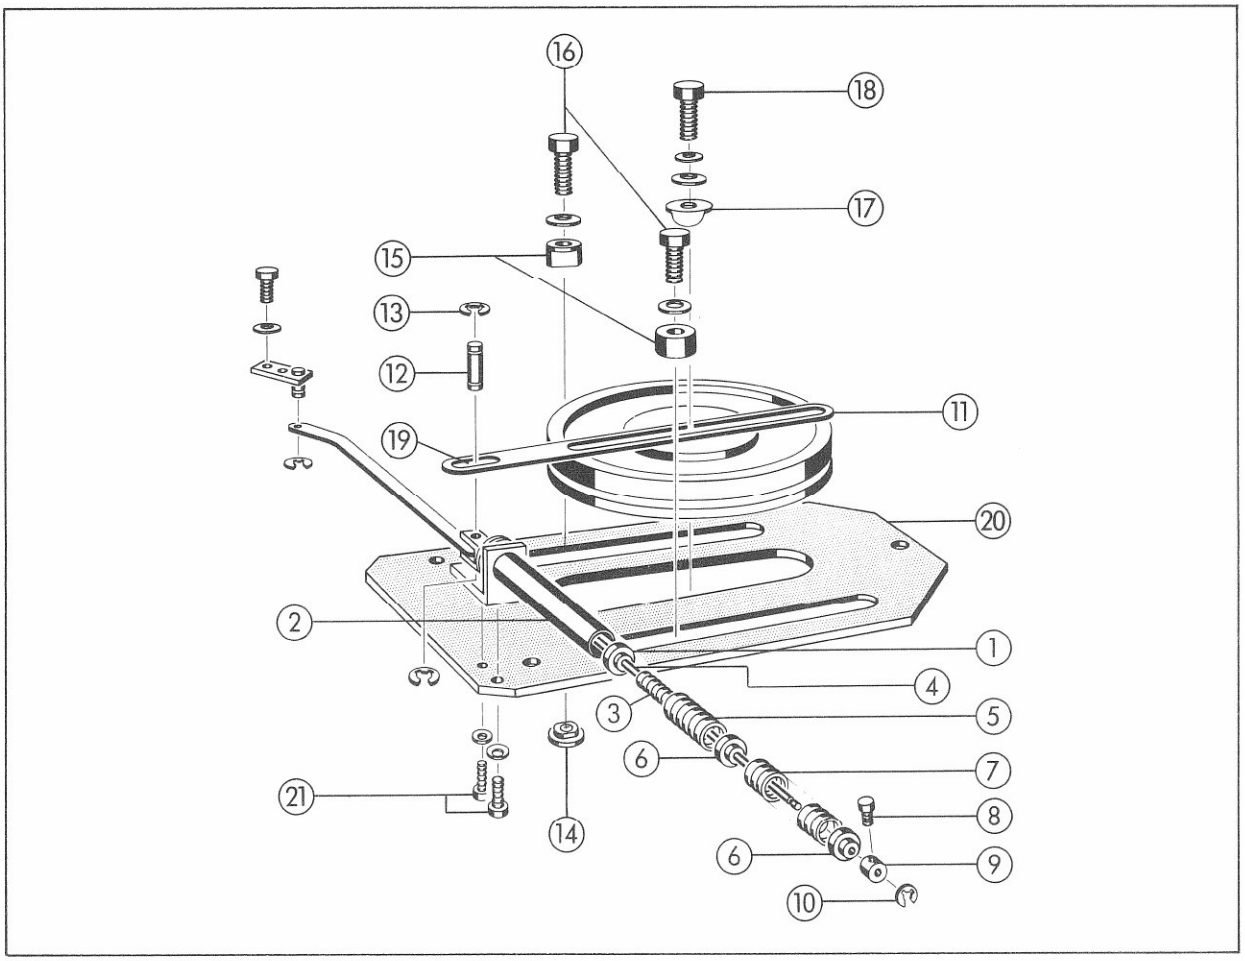
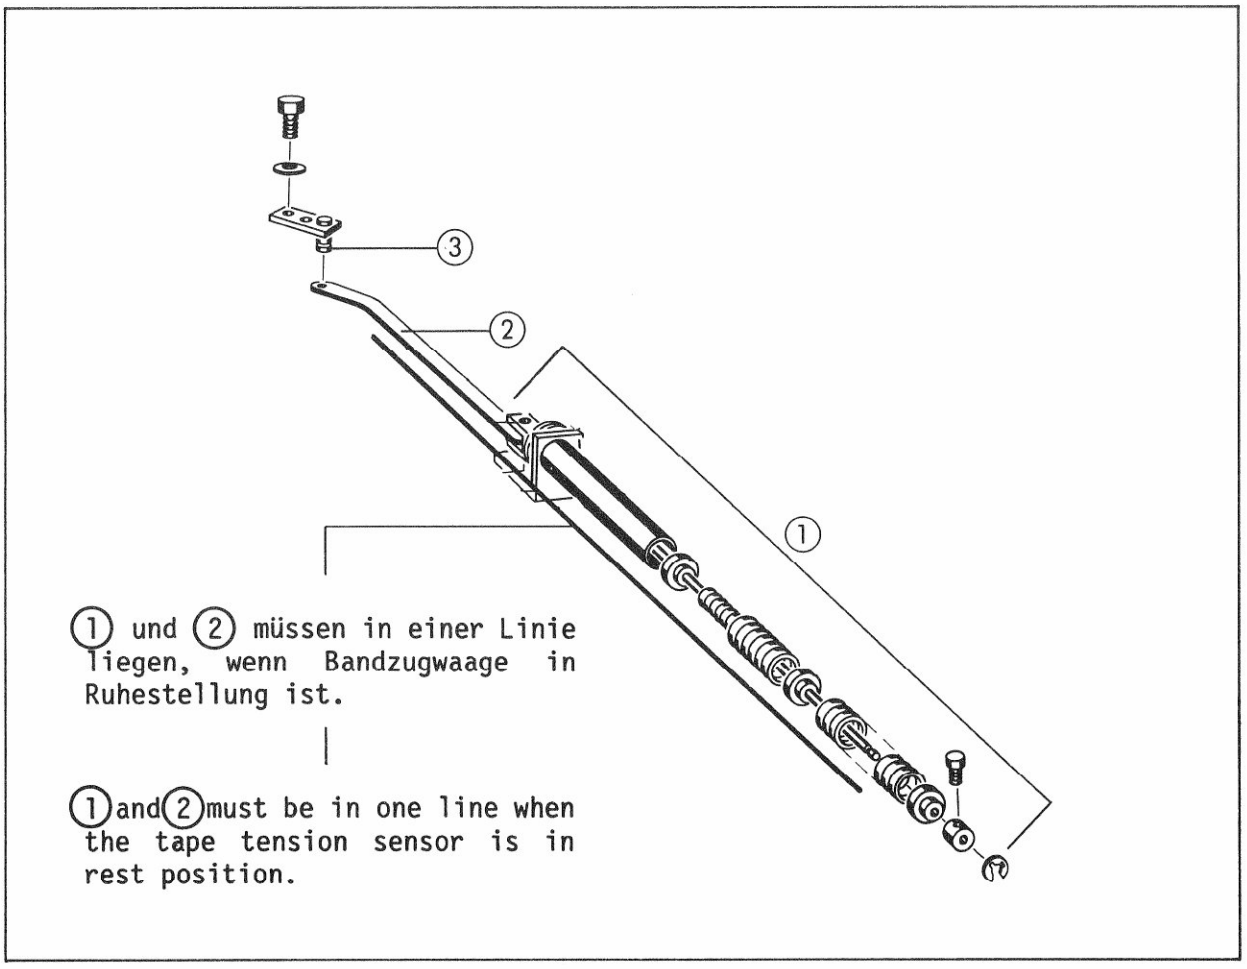
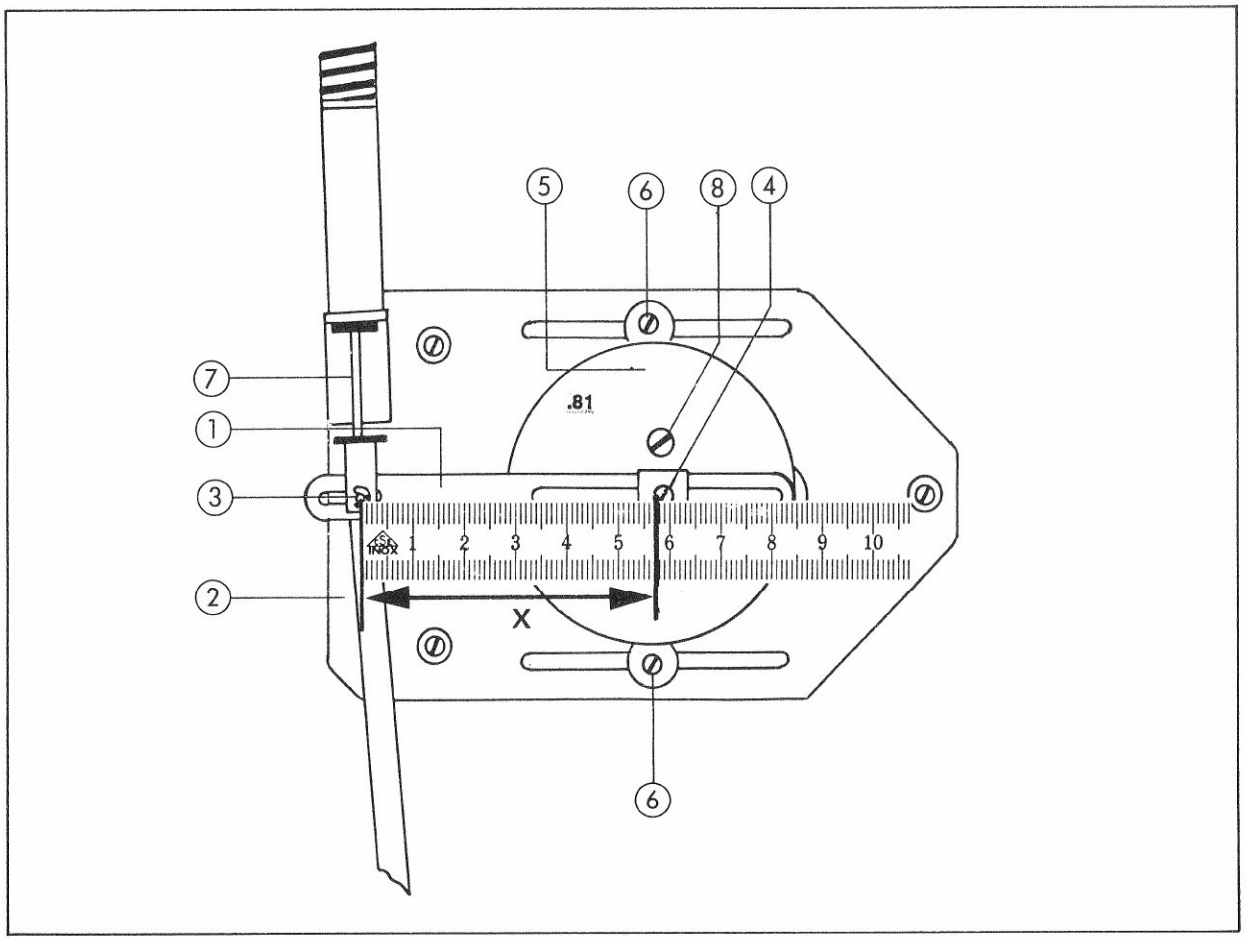

Fig. 3
Fig. 4
Fig. 5
4. Kontrollieren, dass die Führungshülse (1) fest im Führungsrohr (2) sitzt, ansonsten einleimen. (Fig. 3).
5. Die kleine Peakfeder (3) (liegt dem Umrüstsatz bei) auf das Gestänge (4) schieben.
6. Darüber die schwächere Feder (5) schieben. (dünnerer Federdraht und kürzer).
7. Nacheinander die Führungshülse (6), die stärkere Feder (7) (dickerer Federdraht und länger) und noch eine Führungshülse (6) über das Gestänge (4) schieben.
4. Check and make sure that the guiding sleeve (1) is firmly seated in the guiding tube (2) if not, cement it in place (fig. 3).
5. Slide the small peak spring (3) (included in the conversion kit) over the shaft (4).
6. Slide the weaker spring (5) (thinner springwire and shorter) over the peak spring.
7. Successively slide sleeve (6) then the stronger spring (7) (thicker springwire and longer) and last another guiding sleeve (6) over the shaft (4).
8. Die Schraube (8) (M3X5) leicht in den Stellring (9) (beide liegen dem Umrüstsatz bei) einschrauben und soweit auf das Gestänge (4) schieben, dass hinten die Kerbe frei ist, dann festziehen.
9. Wellensicherung (10) in die Kerbe drücken, die Schraube (8) lösen. Wenn der Stellring (9) die Wellensicherung (10) berührt, die Schraube (8) festziehen. (Achtung: die Schraube (8) darf nicht senkrecht nach oben stehen, da sie sonst an der Laufwerkabdeckplatte streifen kann.
3. Den neuen Hebel (11) wieder über die Achse (12) schieben und Achse mit Seegerring (13) gemäss Fig. 3 wieder befestigen.
4. Die spez. Muttern (14) von unten in die Langlöcher stecken und die Klemmteile (15) mittels den Schrauben (16) und samt den Sperrscheiben leicht anziehen.
6. Den Hebel (11) mit der Dämpfungsdose koppeln und den Klemmbügel (17) auf den Hebel aufstecken. Schraube (18) mit Unterlagsscheibe und Sperring leicht anziehen.
7. Hebel (11) so verschieben, dass die Kopplungsachse (12) in die Mitte des Langloches (19) zu liegen kommt. Schraube (18) festziehen.
3. Put the new lever (11) over the pin (12) push it back and lock it with the circlip (13) according Fig. 3.
4. Guide the special nuts (14) from the underside into the elongated holes and tighten the clamping parts (15) slightly with screws (16) and lockwashers.
5. Put the dashpot into the center elongated hole. Hook the clamping parts into the groove of the dashpot, and tighten the screws (16) .
6. Couple the lever (11) to the dashpot. Slip the clamping bow (17) on to the lever and tighten washer and lock slightly with screw (18) .
7. Slide the lever (11) into such a position that the coupling pin (12) is situated in the center of the elongated hole (19) . Fasten screw (18).
1. Darauf achten, dass bei Ruhestellung der Bandzugwaagen (Bandzugwaage nicht ausgelenkt), das Federelement (1) in einer Flucht (Linie) zum Kupplungsgestänge (2) liegt. (Siehe Fig. 4). Falls dies nicht zutrifft, muss die komplette Dämpfungselementgrundplatte (20) nochmals gelöst werden (3 Inbusschrauben 3 mm) damit die Schrauben (21) zugänglich werden, um das Federelement leicht neigen zu können. (Siehe Fig. 3).
1. Make sure the spring element (1) is in line with the coupling rod (2), when the tape tension sensor is in restposition (tape tension sensor not deflected). (See fig. 4). Is this not the case, remove the complete dashpot mounting plate (20) (Allen/key screws 3 mm). See fig. 3. Loosen the screws (21) and swing the spring assembly sidewards until the spring ass. (1) is in line with the coupling rod (2) according to drawing 4. (The ends of the spring assembly (1) are pointing slightly to the outside of the tape transport when properly aligned).
(2) Ev. Stellring (9) (siehe Fig. 3) vom Anschlag der Wellensicherung (10) leicht distanzieren (max. 4 mm), um einen sauberen Rücklauf der Bandzugwaagensensoren aus jeder Auslenkungsposition gewährleisten zu können.
(3) Auf minimale Dämpfung und minimalstes Zurückfedern abgleichen. (Der Rücklauf aus der Vollauslenkung der Bandzugwaagensensoren ist bei richtiger Position zügig und kann zu hörbarem Anschlagen führen).
(2) Make sure that the tape tension sensors return fully from any deflection position. If this is not the case, move the adjusting ring (9) (see fig. 3) slightly from the circlip (10) (max. 4 mm).
(3) Adjust for minimum damping and for minimum rebounding. (The tape tension sensor's return from the fully deflected position is rather fast and may cause audible stop noise).
1. Ist das Gestänge (7) Fig. 5 sauber und fettfrei? Dasselbe gilt für die Kopplungsachse (3) Fig. 5 sowie die Welle (3) Fig.4.
2. Kann sich die Kopplungsachse (3) Fig. 5 frei im Langloch bewegen, ohne zu streifen.
3. Bilden das Kopplungsgestänge (2) und das Federelement (1) Fig. 4 eine Gerade, wenn sich die Bandwaagensensoren in Ruhestellung (nicht ausgelenkt) befinden?
1. Make sure the shaft (7) (fig. 5) is clean and free from grease. Check for the same clean condition on the coupling pin (3) (fig. 5) and on the bolt (3) (fig. 4).
2. Check that the coupling pin (3) (fig. 5) is able to move freely in the slot without scratching or hinderance.